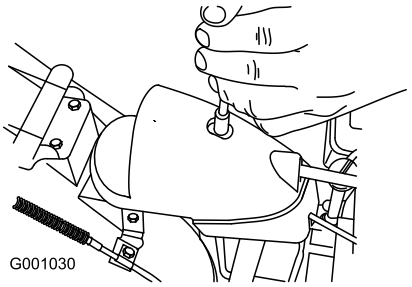

Figur 47
1. Fjern lukkemekanismen på geardækslet (Figur 47), løft dækslets forende op, og skub det tilbage og til siden.